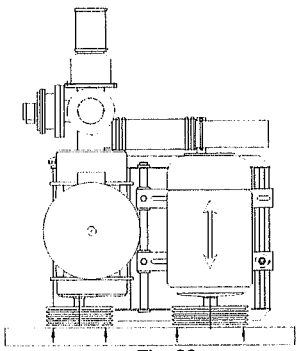

Fig. 23
- Align pulleys by moving motor crosswise along motor brackets pivot (Fig. 23).
- Align pulleys by moving motor crosswise along motor brackets pivot (Fig. 23)